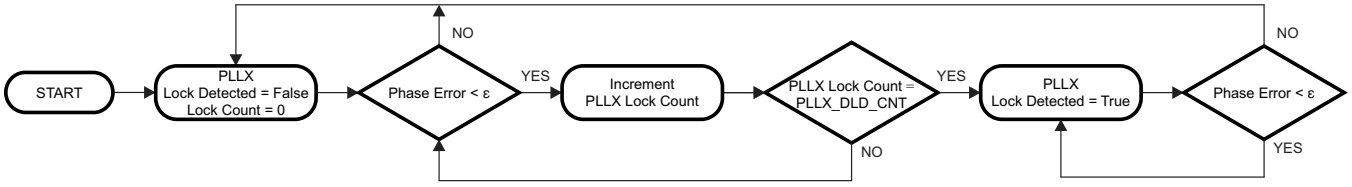

Figure 11. Digital Lock Detect Flowchart
Both PLL1 and PLL2 support digital lock detect. Digital lock detect compares the phase between the reference path (R) and the feedback path (N) of the PLL. When the time error, which is phase error, between the two signals is less than a specified window size (ε) a lock detect count increments. When the lock detect count reaches a user specified value, PLL1_DLD_CNT or PLL2_DLD_CNT, lock detect is asserted true. Once digital lock detect is true, a single phase comparison outside the specified window causes digital lock detect to be asserted false. This is illustrated in Figure 11.